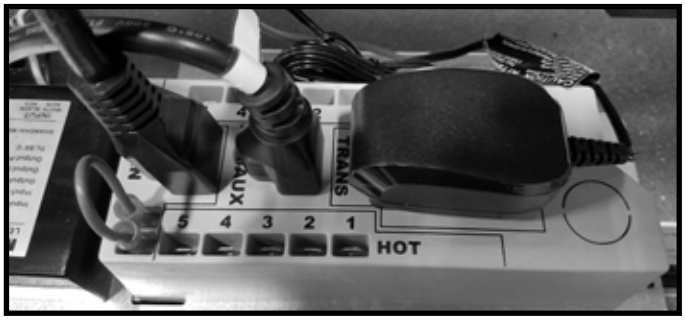

**Figure 8.2 Junction Box Detail**
4. Remove the one screw that secures the junction box to the control tray panel. See Figure 8.2.